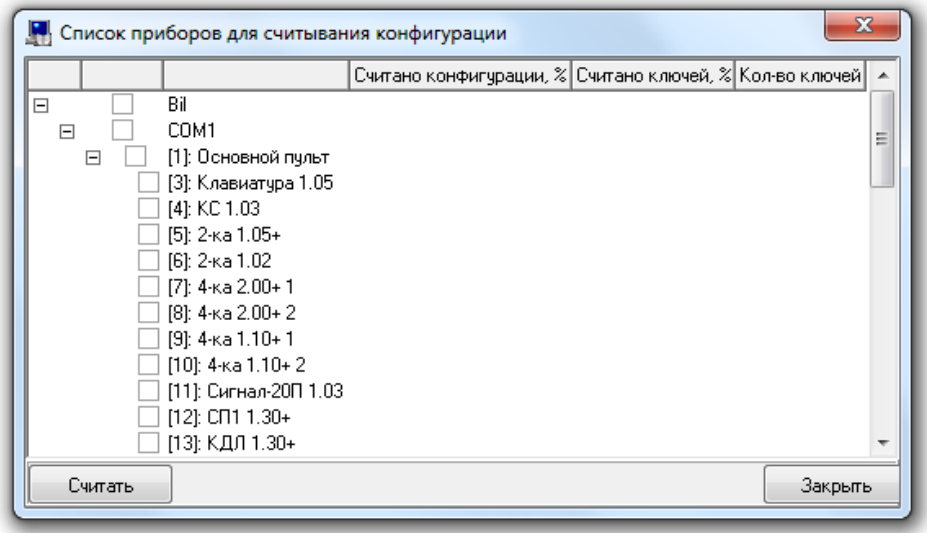

Рисунок 6-845 Диалоговое окно "Список приборов для считывания конфигурации"
1) При помощи меню «Сервис»/ «Считать конфигурацию из приборов» вызвать диалоговое окно «Список приборов для считывания конфигурации» (см. Рисунок 6-845). Перед открытием